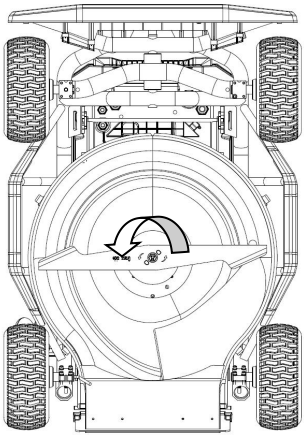

fig1
③.Turn counterclockwise to remove the screws (fig1)